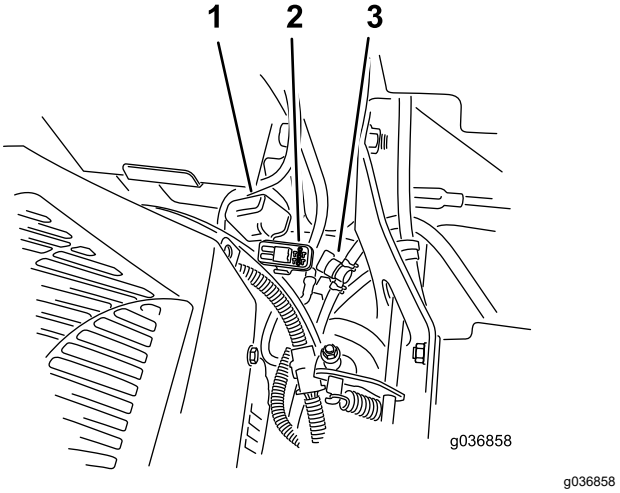

Figure 68
Remarque: Pour les tondeuses MyRide, assurez-vous que le câble de masse ne frotte pas contre le bras tiré ou le support inférieur de l'amortisseur (Figure 68).
Les fusibles sont situés sur la console droite, près du siège (Figure 68).
2. Remplacez le fusible (Figure 68).